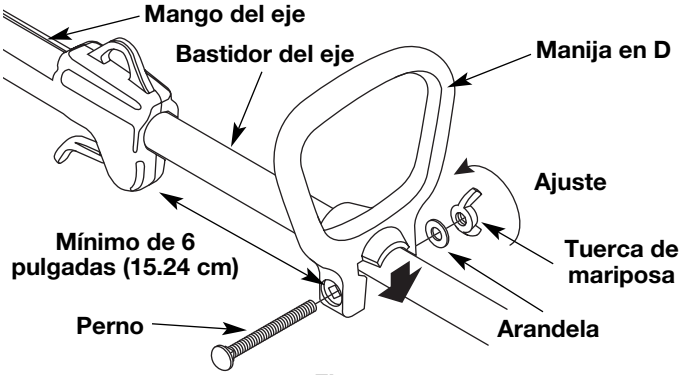

Fig. 1
1. Empuje la manija en D hacia abajo sobre el bastidor del eje de modo que la manija se incline hacia adelante del mango del eje (Fig. 1). El orificio del perno cuadrado de la manija queda hacia la derecha.